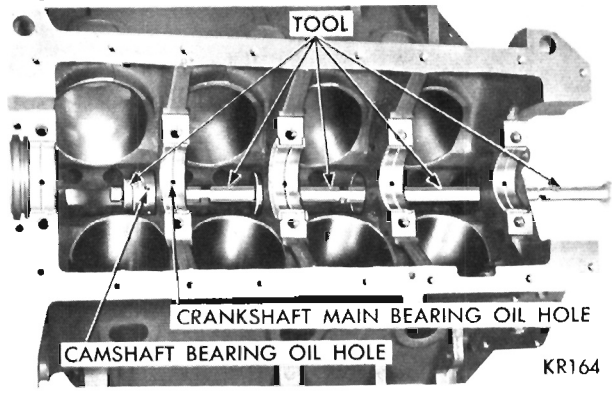

Fig. 34—Removing Camshaft Bearing
(1) With engine completely disassembled, drive out camshaft rear bearing welch plug.
(2) Install proper size adapters and horse shoe washers (part of Tool C-3132A) at the back of each bearing to be removed and drive out bearings (Fig. 34).
The oil holes in camshaft bearings and the cylinder block must be in exact register to insure proper lubrication (Fig. 34).